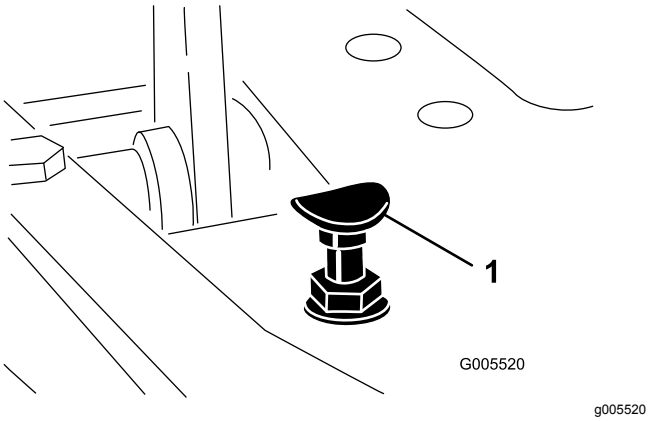

Figur 54
For at opnå maksimal transporthastighed skal du sætte funktionsbevægelseshåndtaget i transportposition og trykke ned på traktionspedalen. Hvis pedalen når stoppet (Figur 54), før stramning mærkes på kablet, er det nødvendigt med justering:
1. Sæt funktionsbevægelseshåndtaget i transportpositionen, og løsn den låsemøtrik, der holder pedalstoppet på gulvpladen (Figur 54).